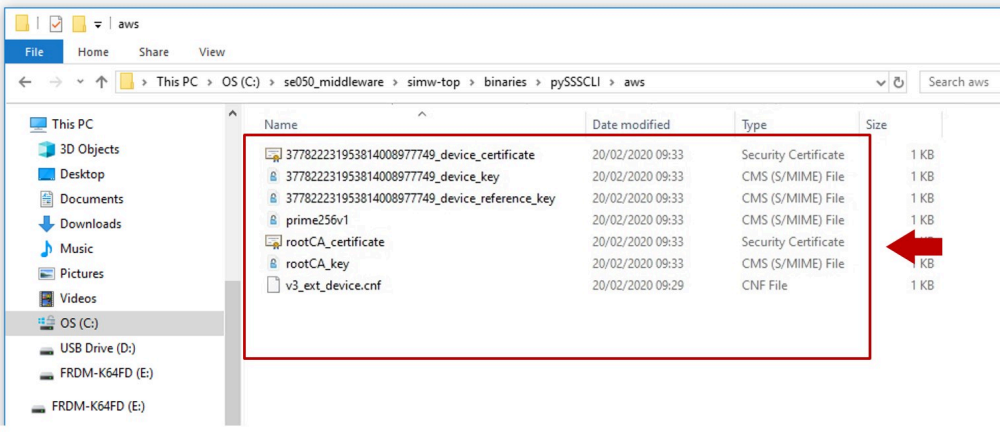

Figure 63. Generated AWS credentials
5. Go to `simw-top\binaries\pySSCLI\aws` folder and check that the keys appear inside the folder as shown in Figure 63: